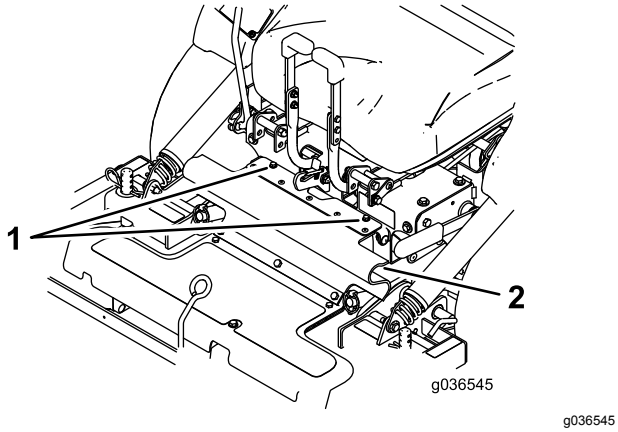

Figura 9
2. Desaperte os parafusos na proteção de borracha (Figura 9).
3. Instale a proteção de borracha com os parafusos (Figura 9).